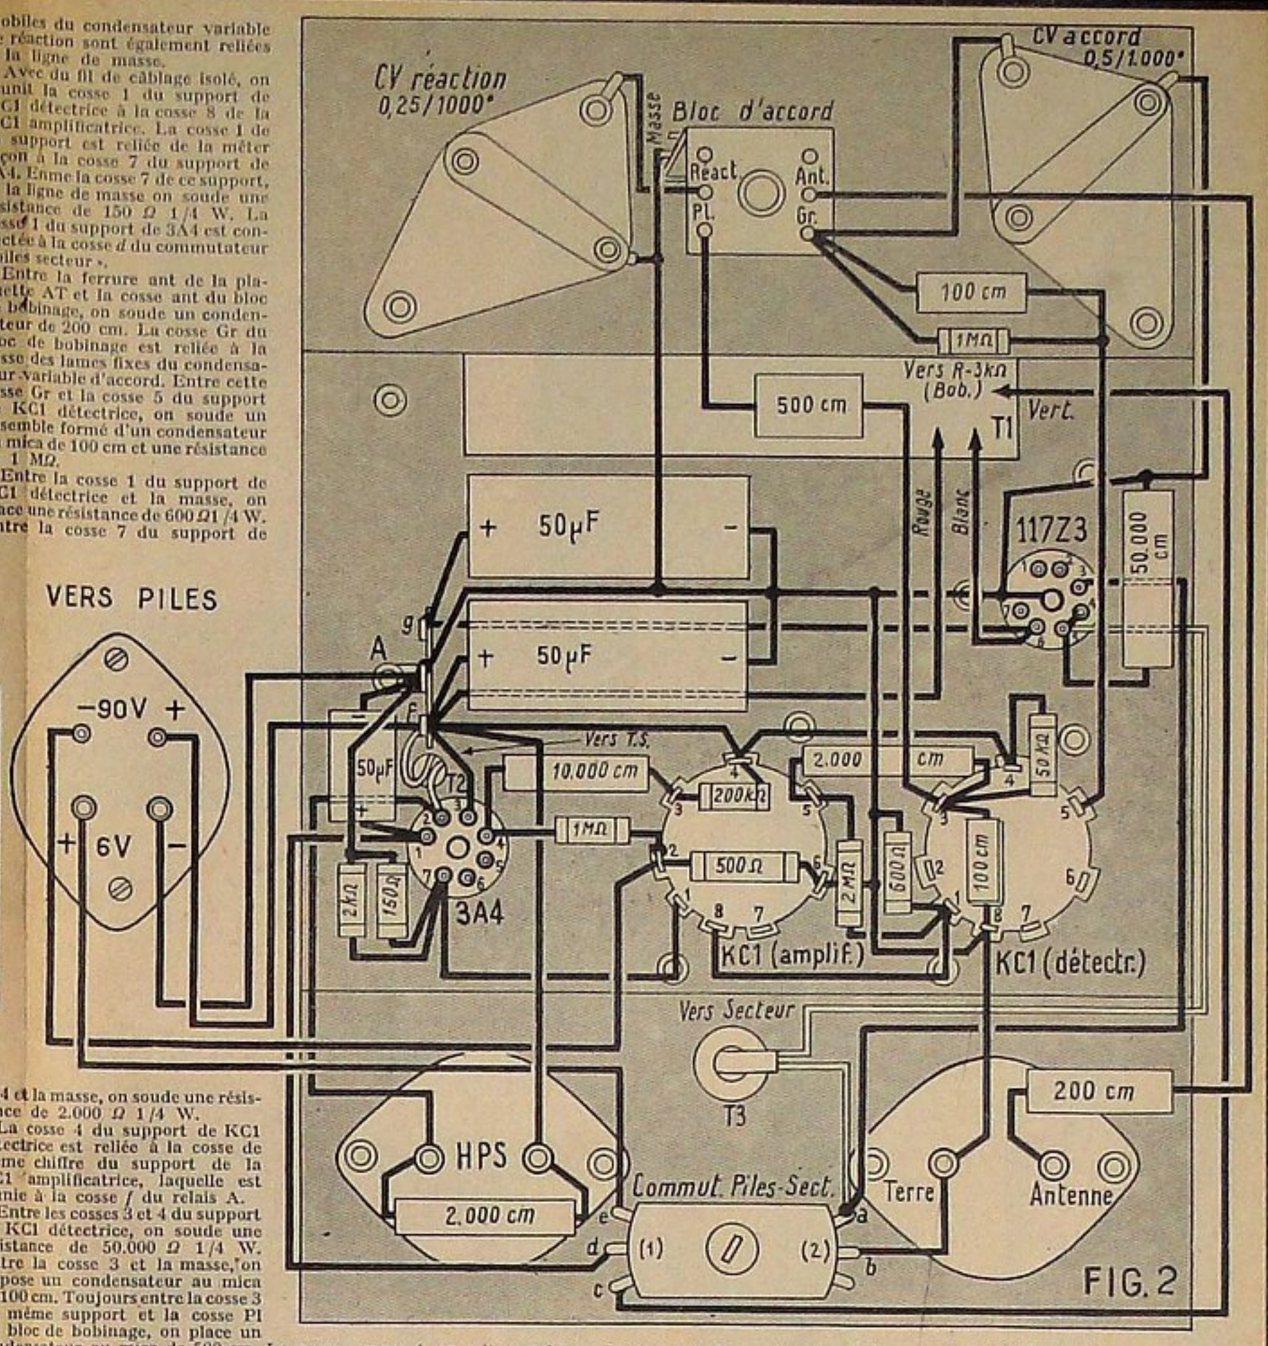

FIG. 2
Sur le châssis qui sert de support au montage, on fixe les supports de lampes avec l'orientation indiquée sur le plan de câblage de la figure 2. Deux de ces supports sont du type transcontinental et les deux autres du type miniature. Sur la face arrière du châssis, à l'intérieur, on monte la plaquette AT, la plaquette HPS et le commutateur pile secteur, à deux sections, deux positions.
Le câblage est représenté à la figure 2. Nous vous conseillons de respecter autant que possible l'ordonnance des connexions que montre ce plan, vous obtiendrez ainsi un aspect net et plaisant à la vue. Nous insistons également sur la nécessité de faire de bonnes soudures. Tout le secret de la réussite est là et il faut avouer que cela n'est pas très difficile, il suffit d'un peu de soin et d'habileté.
- 1 châssis selon figure 2.